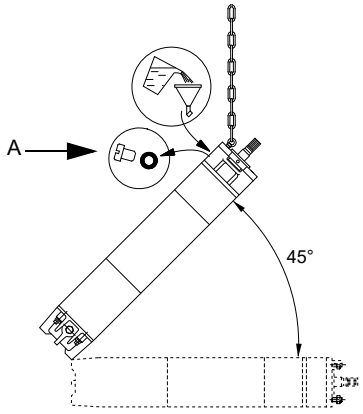

Рис. 7 Толтуруп жатканда электр кыймылдаткычтын абалы– MMS
1. Электр кыймылдаткычты кыймылдаткычтын жогорку бөлүгү жогору багытталгандай 45°бурчу боюнча орнотуңуз. *Рис. 7* сүр. кара.
2. Сайлык тыгынды (A) бошотуңуз жана тешикке кугучту орнотуңуз.